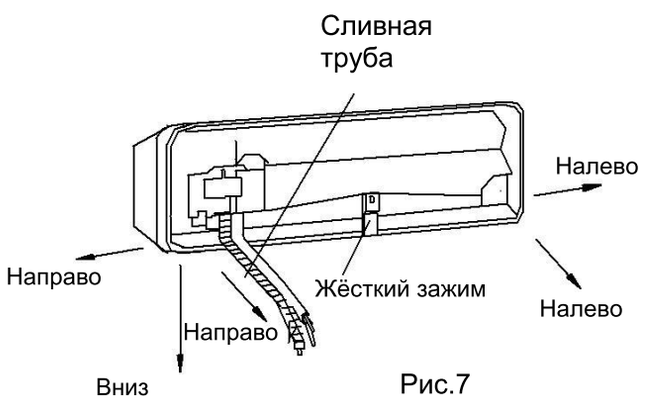

Рис.7
ПРИМЕЧАНИЕ 1. Левая схема приведена для положения сливного шланга, расположенного справа См. рис. 7.
1. Соединение правой задней трубки (аналогично правой нижней трубке) (дополнительно, см. Рис.7)